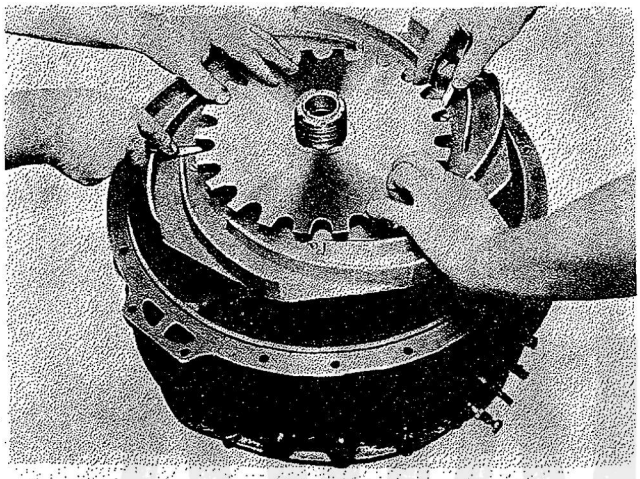

Figure 185—Checking Supercharger Impeller Clearance
d. Measure the clearance between the impeller blades and the diffuser plate, when the impeller is in the extreme rear position. Obtain this measurement using a feeler gage, checking at several points around the impeller circumference. Refer to Figure 185. Determine if this clearance is within the proper limits. Refer to the Table of Limits in Section XII. If the clearance is too large, remove the impeller, impeller shaft retainer, and the impeller shaft, and grind the required amount from the bronze washer which is installed forward of the impeller shaft gear. If the clearance is too small, remove the impeller, impeller shaft retainer, and impeller shaft, and install a thicker bronze washer, grinding in the same manner as above if necessary to obtain the proper clearance.